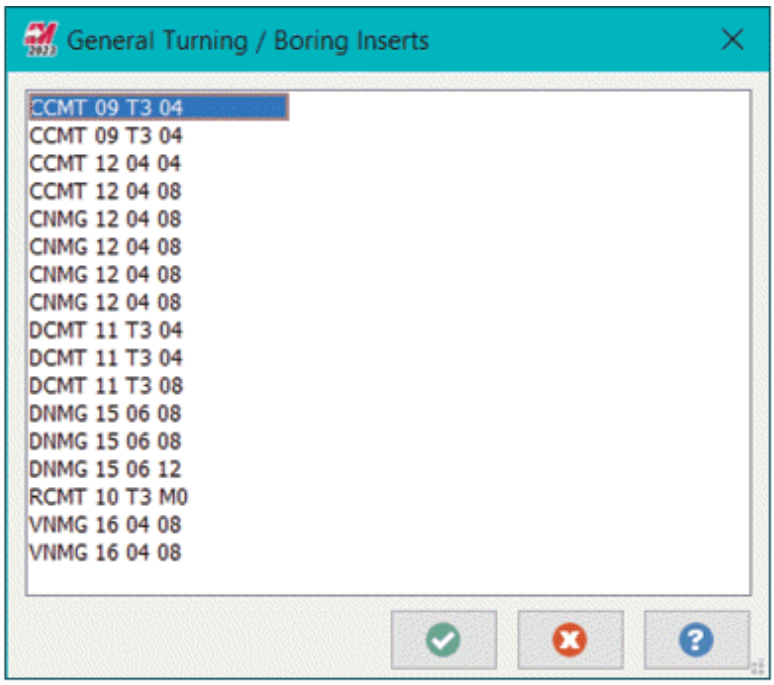

Figure-25. General Turning or Boring Inserts dialog box
- Click on the **`Get Insert`** button to display the list of the tool inserts. The **`General Turning/Boring Inserts`** dialog box will be displayed; refer to Figure-25.